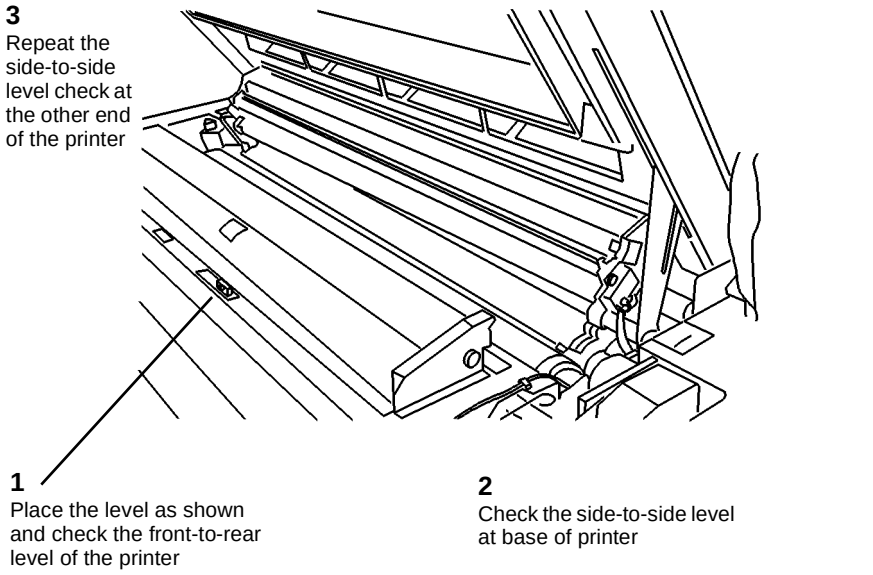

**Figure 18 Checking the Level of Printer**
28. Figure 18: Check the level of the Printer.